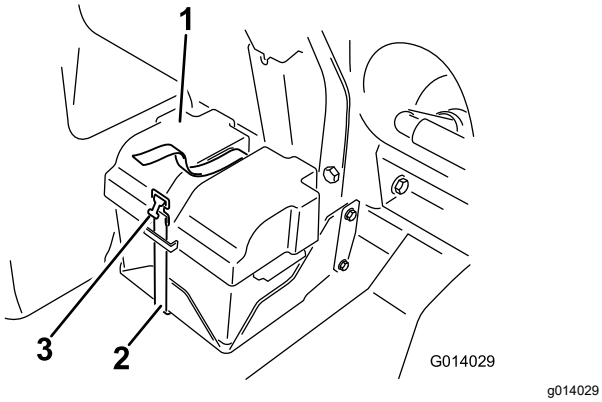

Figuur 91
2. Verwijder het accudeksel en maak de negatieve (zwarte) aardingskabel los van de accupool (Figuur 91).
4. Plaats het accudeksel en bevestig het met de band die u eerder verwijderd hebt (Figuur 91).